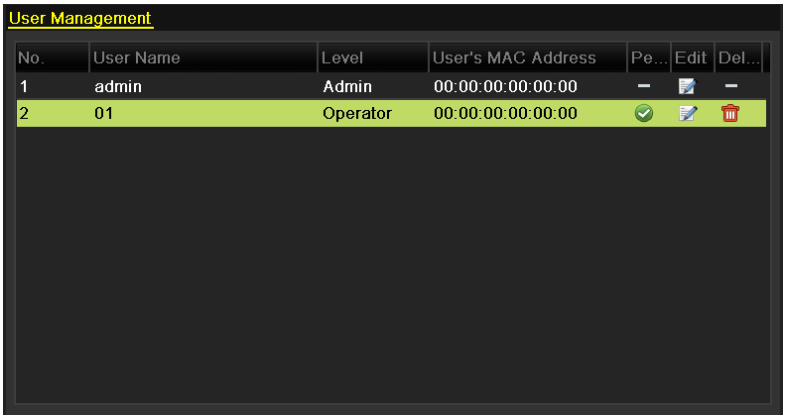

Figure 15-6 Added User Listed in User Management Interface
Step 4 Click the **OK** button to save the settings and go back to the User Management interface. The added new user will be displayed on the list, as shown in Figure 15-6.